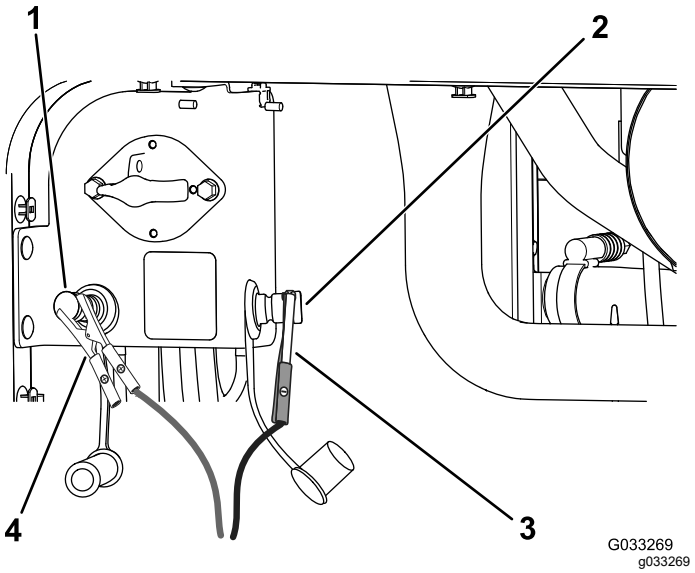

**Figuur 111**
4. Verbind de positieve (+) startkabel met de positieve (+) startpool (Figuur 111).
5. Verbind de negatieve (-) startkabel met de negatieve startpool (Figuur 111).
7. Wanneer de motor start, laat u de andere persoon de negatieve (-) startkabel van de minpool verwijderen en vervolgens de positieve (+) startkabel loskoppelen (Figuur 111).